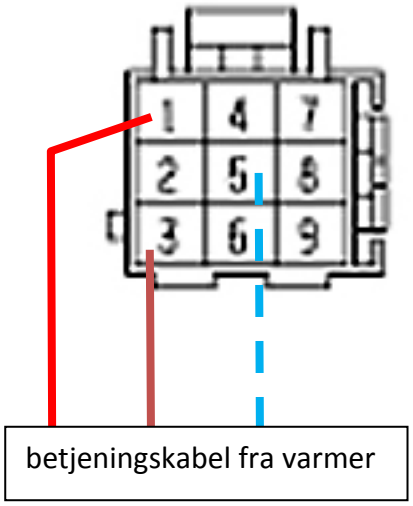

Bilde 46
Sett kablene fra varmer (8) i gul 9-pins plugg (10). Kobles som vist på bilde 46.